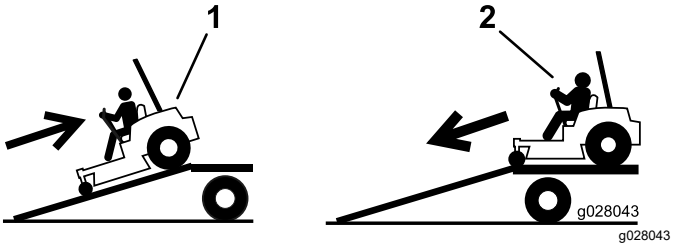

Figur 42
4. Rygg maskinen opp på rampen (Figur 42).
2. Kjør maskinen fremover ned fra rampen (Figur 42).